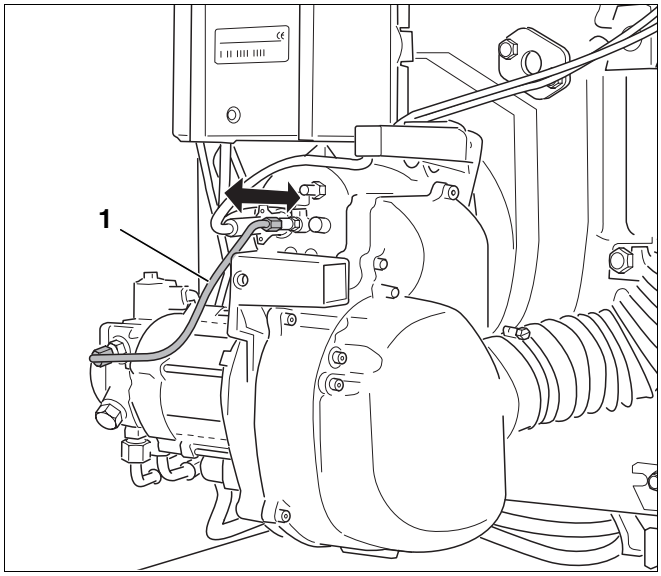

Afb. 38 Controleren of het mengsysteem correct zit
- Trek de toevoerleiding voor olie (afb. 38, **pos. 1**) er ca. 5 mm uit.